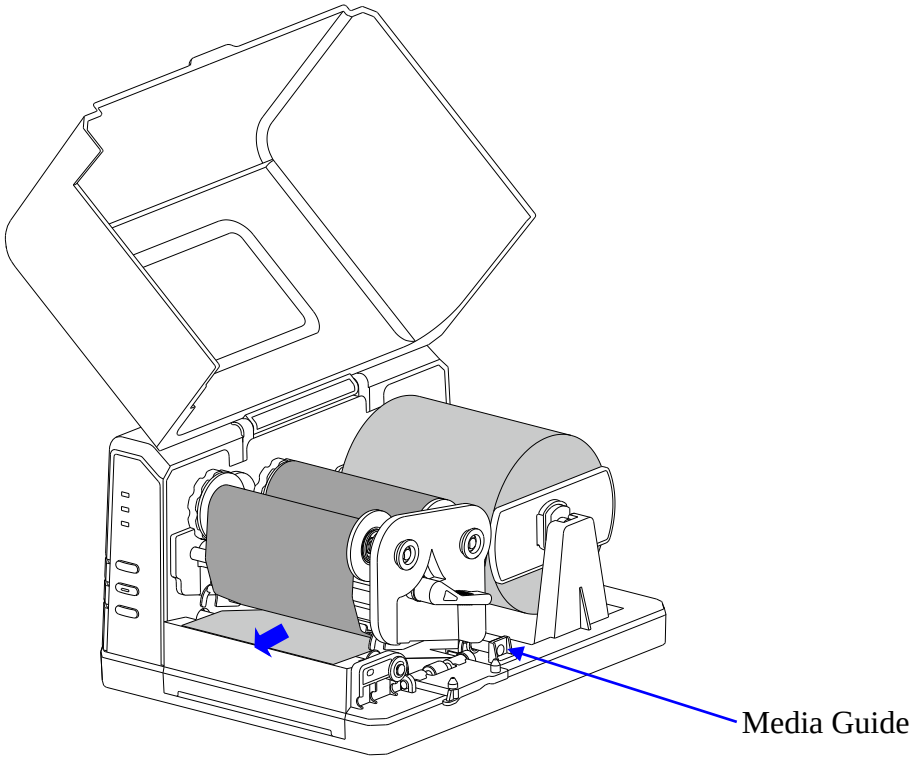

Figure 2-13 Thread the Media
5. Slide the Media Guides to the edge of the media, making sure that the media remains flat and is placed in the middle of the Tear-off Bar. This can be checked with the ruler on the Tear-off Bar. See Figure 2-13.